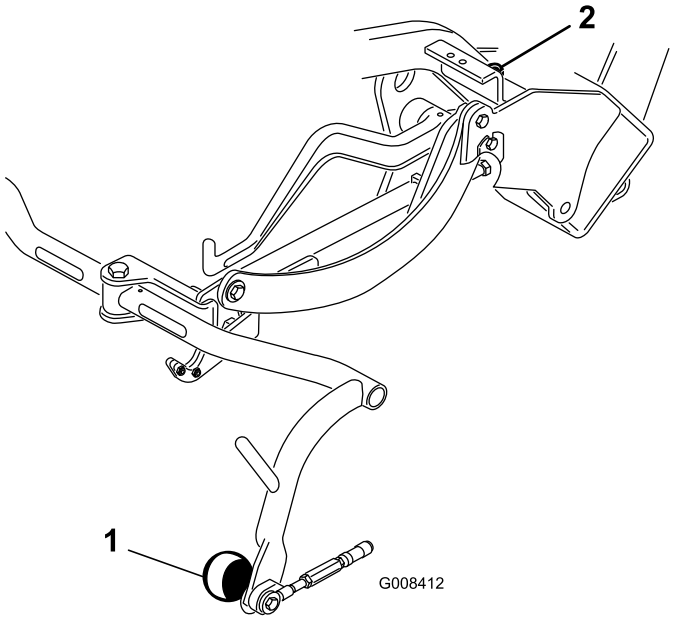

Figuur 9
3. Als afstelling nodig is, draait u de contramoer los op de stopschroef op het draagframe (Figuur 9) en draait u de schroef omhoog of omlaag om het draagframe lager of hoger in te stellen. Draai de contramoer vast nadat de afstelling is voltooid.